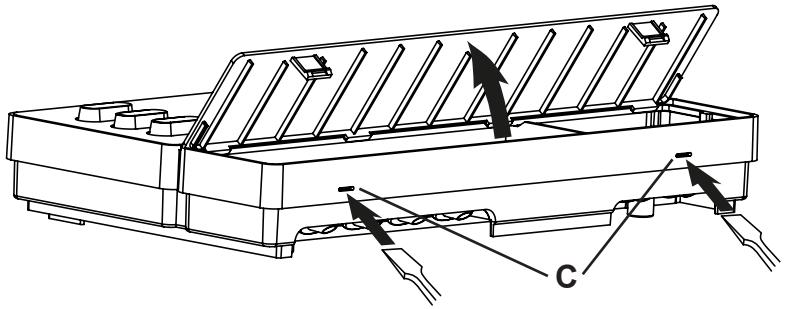

Fig. 2 Retrait du couvercle du boîtier
2. Appuyez légèrement dans les fermetures à déclic **C** avec un tournevis et retirez le couvercle du boîtier (voir **Fig. 2**).